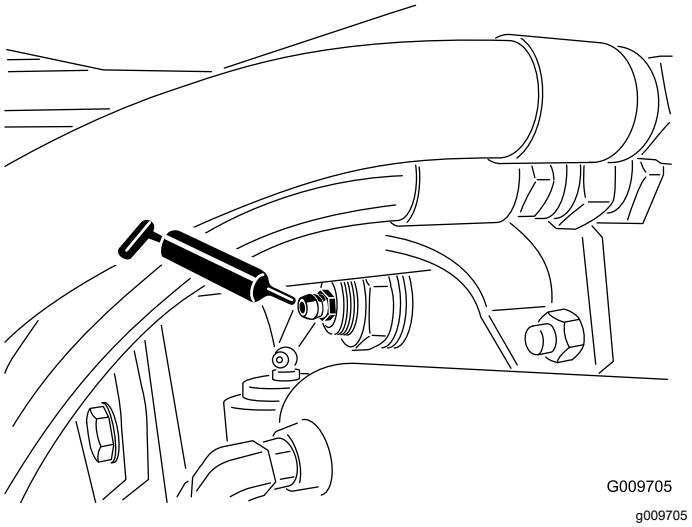

**Рисунок 80**
- Втулки шарниров задней оси (2 шт.) (Рисунок 80)